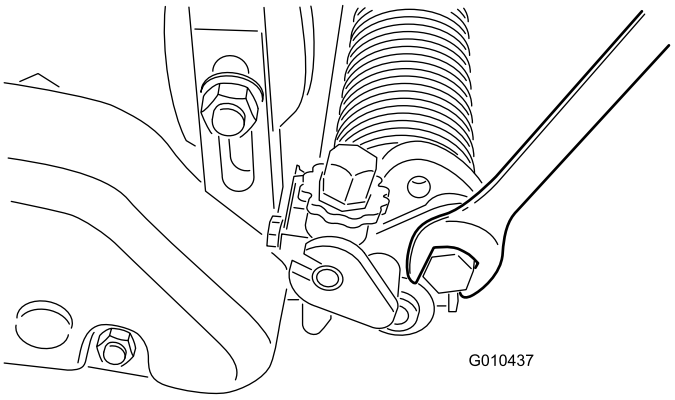

Figur 23
A. Løsne boltene på høyre og venstre trimsatsarmer (Figur 23).